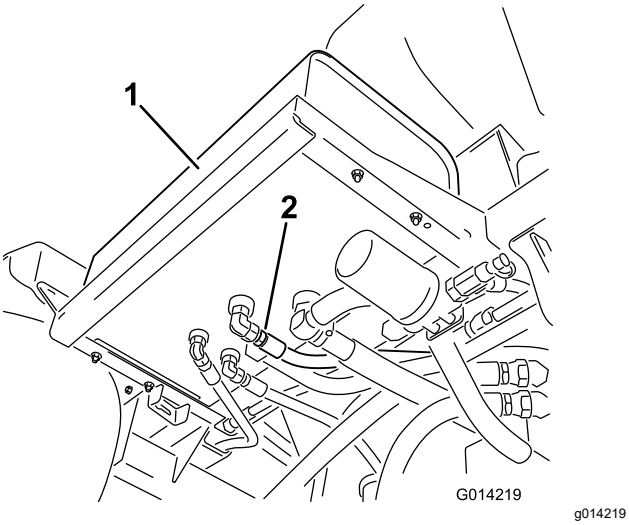

Figuur 108
2. Reinig de omgeving van een fitting van een hydraulische slang onderaan de hydraulische tank (Figuur 108).
4. Verwijder de fitting van de slang uit de tank zodat de vloeistof in de opvangbak kan lopen (Figuur 108).